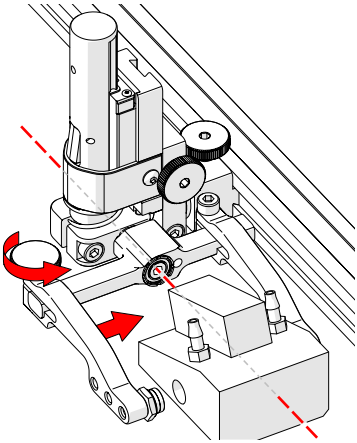

Fig. 118 - Adjust outer arm
5. Loosen the probe holder arm adjustment knob *(Fig. 118)* and slide the probe holder arm along the yoke pinching the wedge in place.